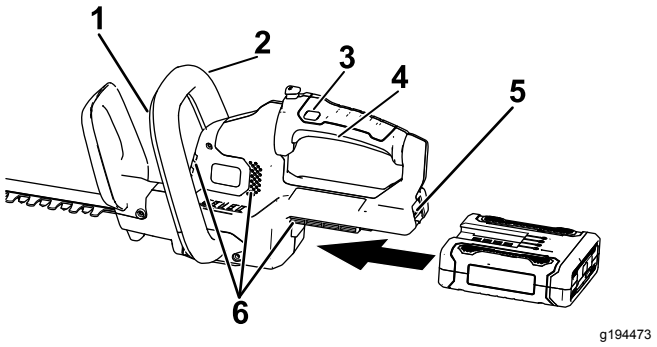

Figur 4
3. Rikta in håligheten i batteripaketet mot spetsen på handtagets kåpa, ta tag i handtaget och tryck batteripaketet mot handtaget tills spärren låses på plats (Figur 4).
4. Placera en hand på avtryckarens handtag. Placera den andra handen på extrahandtaget (Figur 4).
5. Tryck på låsknappen och tryck sedan in avtryckarbrytaren samtidigt som extrahandtagets reglage för att aktivera häcktrimmern (Figur 4).
är intryckta. Du kan frigöra låsbrytaren när häcktrimmern har startat (Figur 4).
1. Släpp avtryckaren eller extrahandtagets reglage (Figur 4).